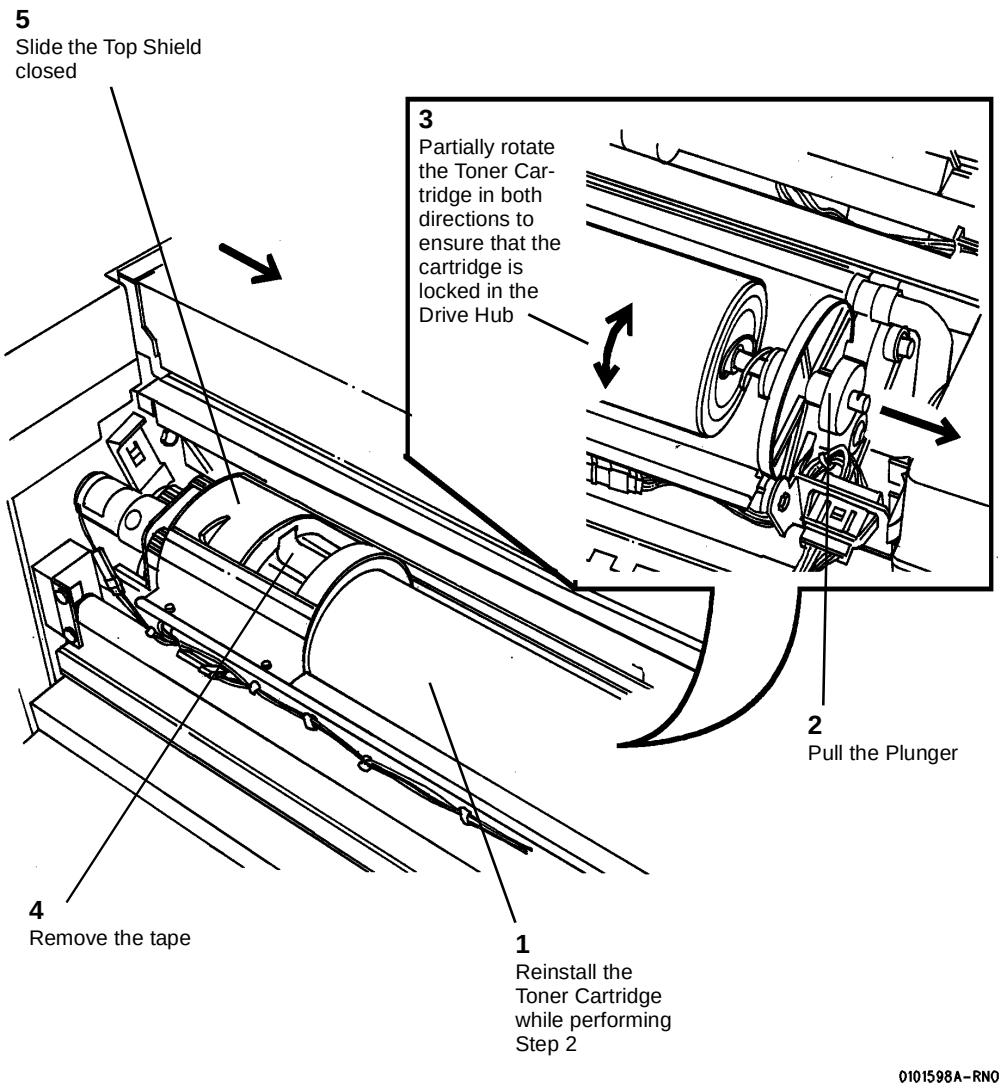

**Figure 8 Reinstalling the Toner Cartridge**
6. (Figure 8): Reinstall the Toner Cartridge.